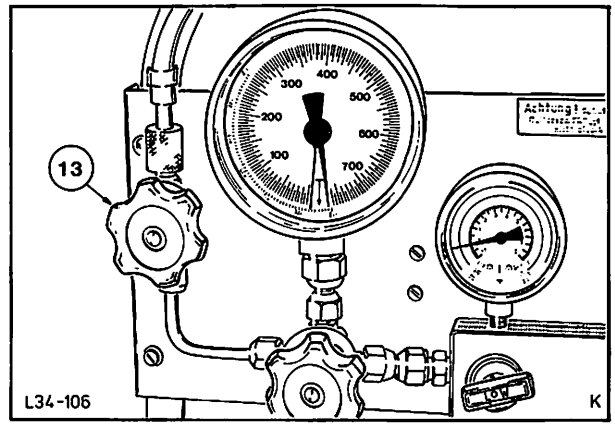

Abb. 24 Evakuierventil (13)
7. Ventil (13), Abb. 24, schließen. Der Zeiger am Torrmeter muß jetzt stehenbleiben, andernfalls besteht am Gerät oder dem Kältemittelflaschenventil eine Undichtigkeit (gegebenenfalls suchen und beheben).